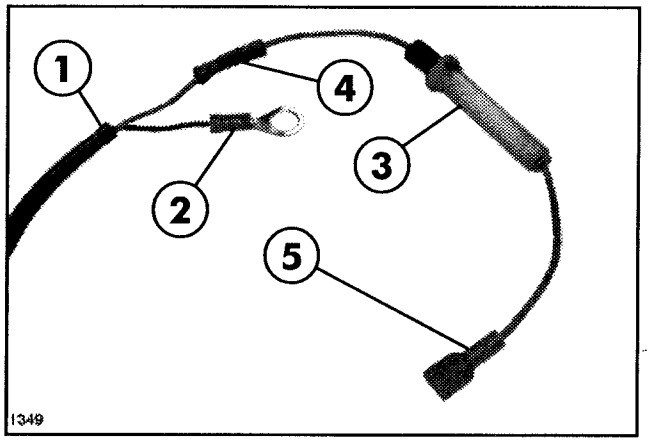

FIG. 5
5. Strip 5" of Conduit from the end of the Power Cable to expose red and black wires inside. See FIG. 5.